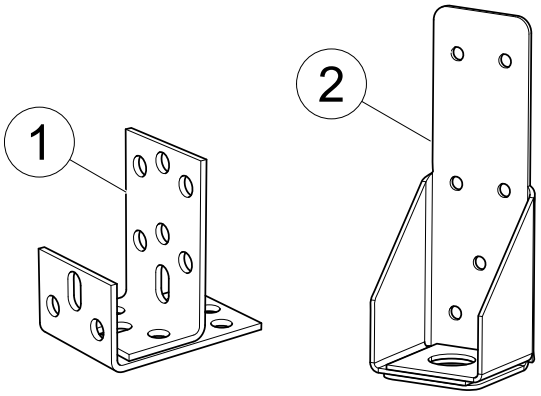

Fig. 6 Consoles de montage
Les consoles de montage doubles (figure 6, pos 1) sont utilisées pour Topvex FR03-FR06 afin de garantir la stabilité de l'ensemble. Topvex FR08-FR11 a des consoles indiquées à la pos. 2.